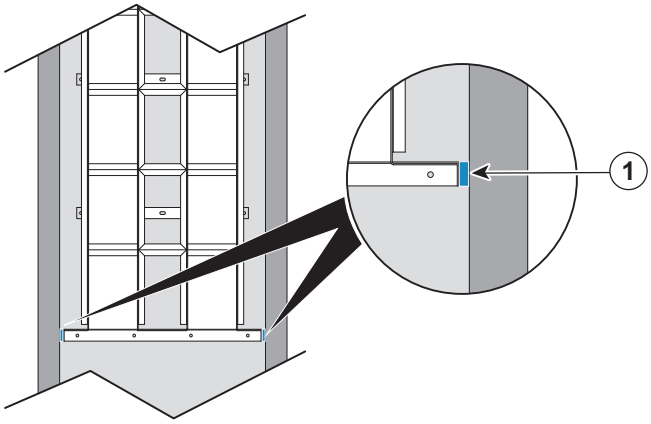
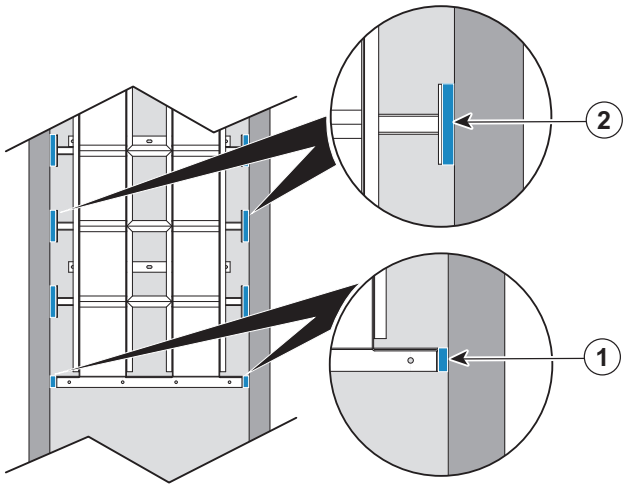
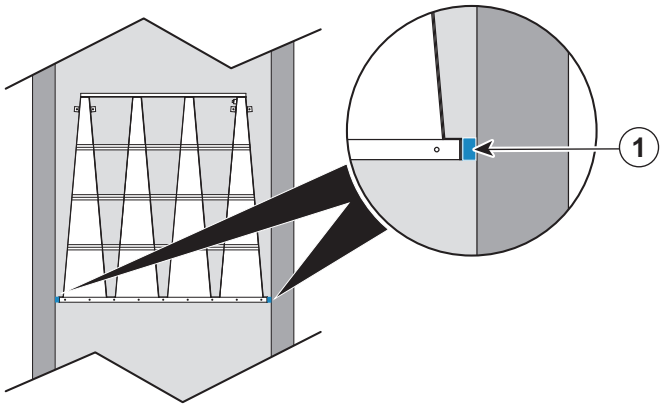
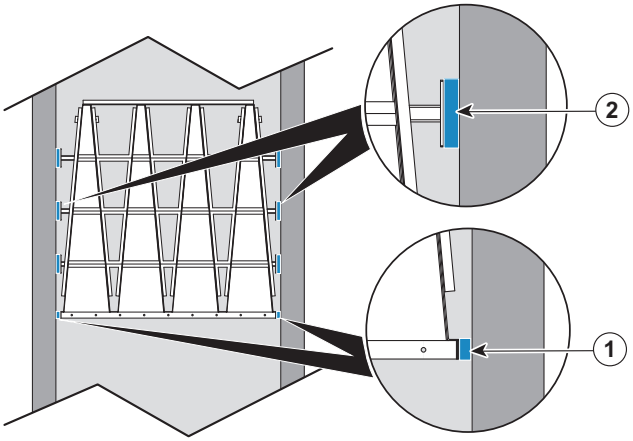

Figure 7 Rectangular Weir (≤ 17 in. high)
Figure 8 Rectangular Weir (> 17 in. high)
Figure 9 Trapezoidal Weir (≤ 17 in. high)
Figure 10 Trapezoidal Weir (> 17 in. high)
a. Sized such that the gap between the channel wall and weir vertical flanges is less than 6mm (1/4 inch), install shims to fill the gap (Item #1, Figure 7, Figure 8, Figure 9 and Figure 10).
b. Sized such that the gap between the channel wall and weir vertical flanges is greater than 6mm (1/4 inch), install grout in the space between the vertical mounting flanges and the wall (Item #1, Figure 7, Figure 8, Figure 9 and Figure 10).
7. Install grout between wall and support flanges. Refer to Item #2 in Figure 8 and Figure 10.